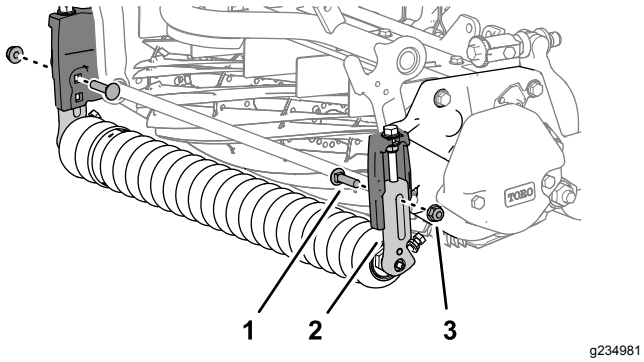

Figura 3
3. Trabalhando num lado da unidade de corte, retire o parafuso de carroçaria e porca de bloqueio flangeada que prendem o suporte da altura de corte à placa lateral (Figura 3).
5. Repita o passo 3 para o suporte da altura de corte no outro lado da unidade de corte e remova o suporte (Figura 3).